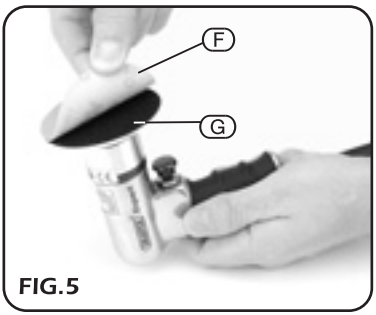

FIG.5
- **ABRASIVE DISC INSTALLATION/REPLACEMENT (Fig.5.)**